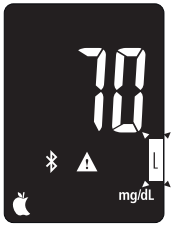

Rys. 33
5. Wciśnij przycisk ▲, aby przejść do konfiguracji alarmu dolnego progu (hipoglikemii); (Rys. 33). Wciśnij przycisk ⏻, aby potwierdzić swój wybór.